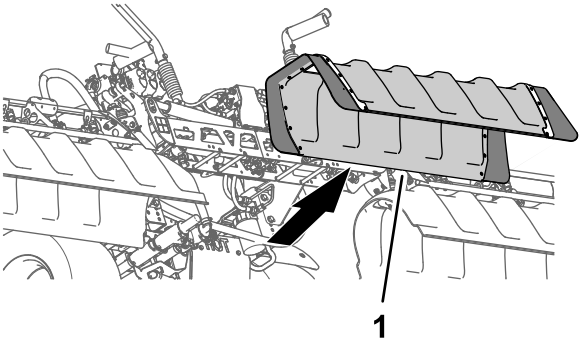

Figur 28
2. Fjern midtersektionens dæksel fra maskinen (Figur 28).